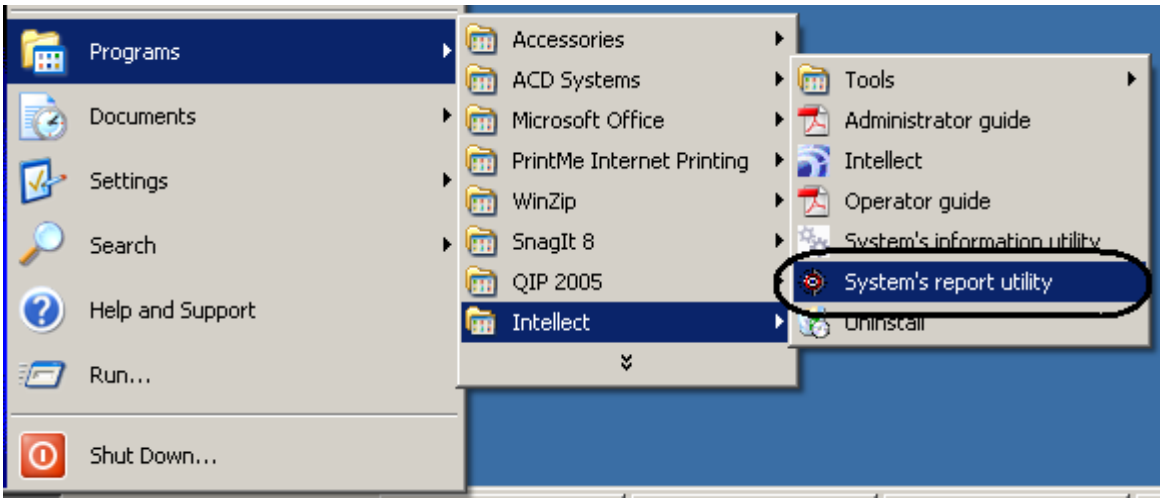

Figure 9.2-1. Starting the Report system using the Start button
1. Using the Windows Start button: Click the Start button, then select Programs, then Intellect, then Report system (Figure 9.2-1).